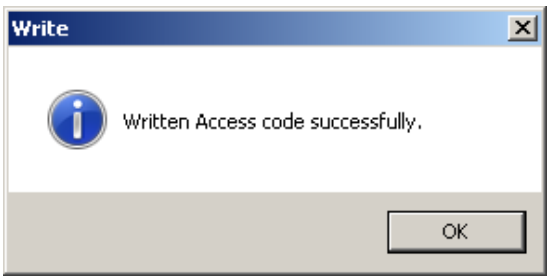

Figure 2-47 SD Card Access Code Written Successfully Confirmation Screen
6. Enter the desired User Access Code, then select "Write". TapTalk will display a "Write Successfully" confirmation screen (Figure 2-47).